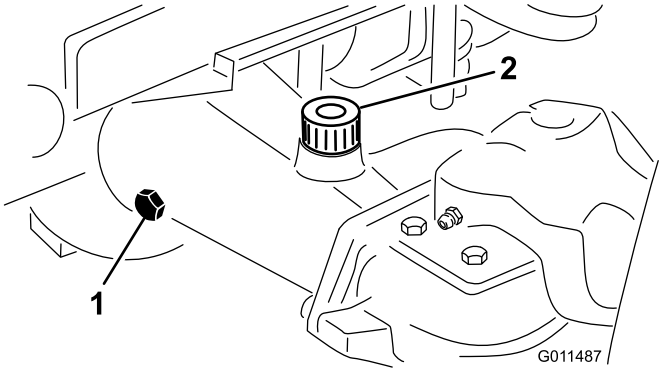

Figuur 13
2. Verwijder de controleplug van elk uiteinde van de as (Figuur 13) en controleer of de tandwielolie tot aan de onderkant van de opening komt. Indien het peil te laag staat, verwijdert u de vulplug (Figuur 13) en vult u voldoende tandwielolie bij totdat het peil de onderkant van de opening van de controleplug bereikt.